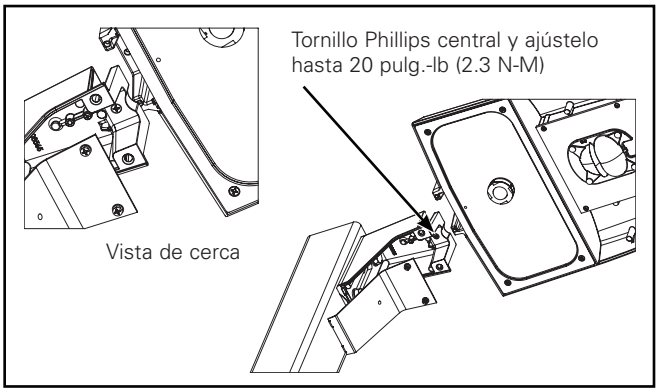

Figura 3.
3. Doble los cables de la luminaria hacia la puerta de la luminaria cuando deslice la luminaria hacia el brazo de montaje. Ajuste el tornillo Phillips central hasta 20 lb-pulg. (2,3 Nm). (Figura 3.)